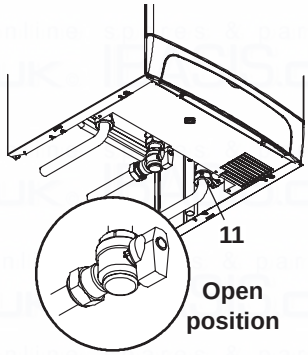

Fig. 7.1
- Open the gas cock 11 (Fig. 7.1) on the appliance and check the gas connector on the appliance for leaks.